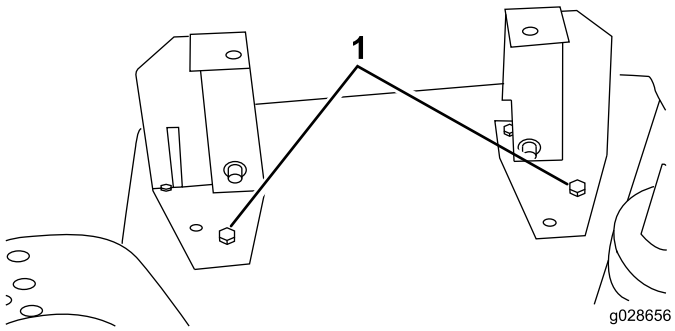

Figura 12
4. Utilizzando ciascuna staffa come riferimento, contrassegnate la posizione del terzo foro di montaggio (posizione posteriore sinistra) (Figura 12).
7. Praticate un foro del diametro di 9,5 mm per ciascuna staffa e fissatela con una vite a testa cilindrica (5/16-18 x 3/8 poll.) e un dado di bloccaggio (Figura 12).